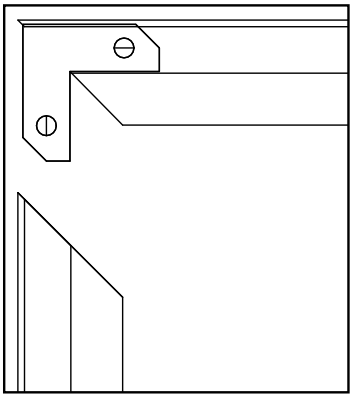

Figure 8: Corner bracket for surround trim.
8. Place one side and the top of the brass trim onto the surround panel and use corner bracket (see Figure 8) to secure pieces together. Place the second side of brass trim on the surround panel and secure in the same manner. Install spring clips provided behind the brass trim to secure trim to the surround panel.